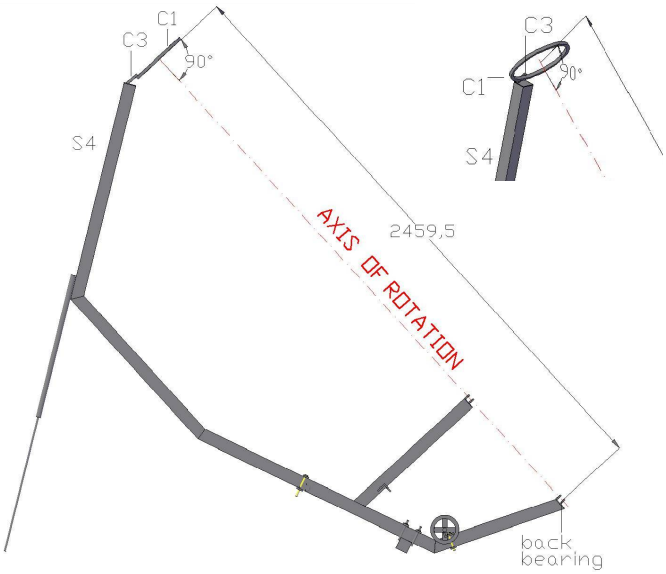

Fig. 66: fixation de l'anneau du foyer
6. Souder C2 à C10 et C1. L'anneau de cuisson doit être horizontal. Utiliser un niveau à bulle. Voir fig 66.